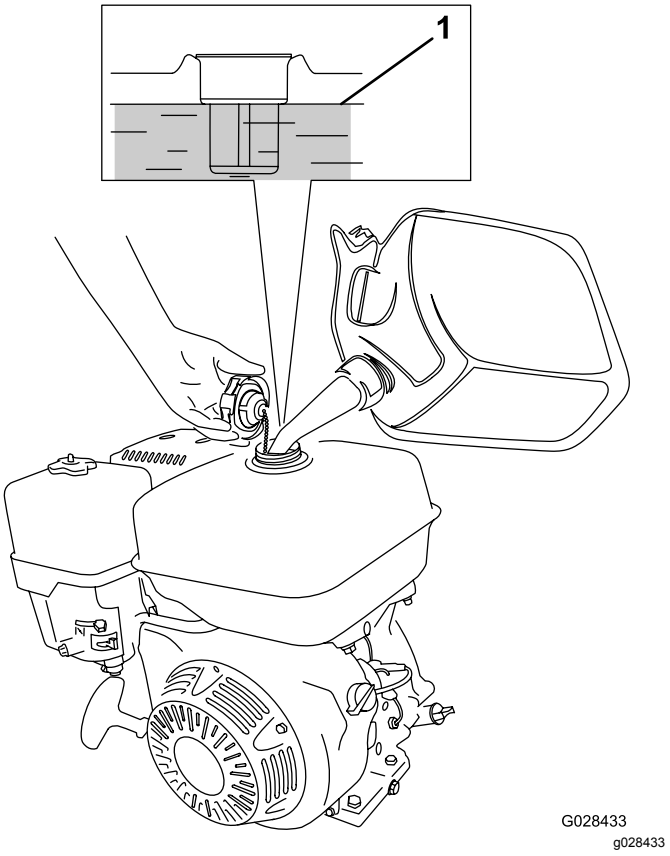

Figuur 16
1. Reinig de omgeving van de tankdop en verwijder de dop (Figuur 16).